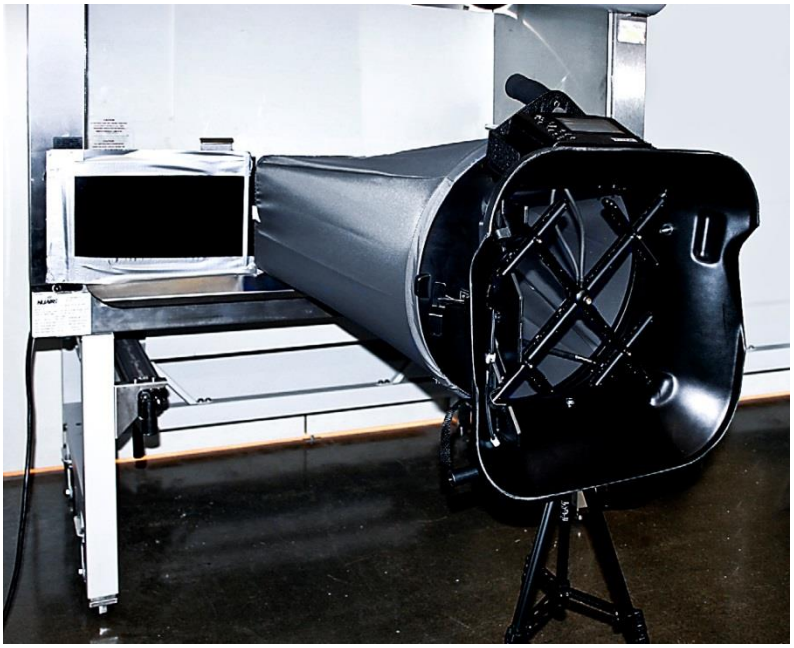

Figure 28: Adjust Height and Position of Telescopic Stand
5. Adjust the height and position of the telescopic stand so that the bottom part of the hood frame rests against the cabinet opening, and the capture hood is horizontal to the cabinet (see Figure 28~~Figure 28~~).